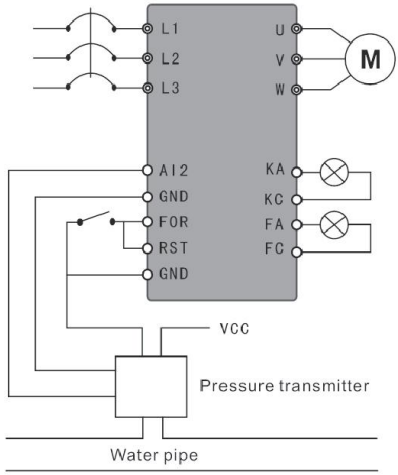

Figure F-5 Alimentation en eau à pression constante – Transmetteur de pression
(1) Utiliser un transmetteur de pression avec une plage de mesure de 0 à 10 kg et un courant de retour de 4 à 20 mA ; alimenter en eau sous pression de 5 kg si nécessaire ; déclencher une alarme en cas de pression supérieure à 6 kg ou inférieure à 4 kg ; couper l'alimentation du terminal externe. Voir figure F-5 .